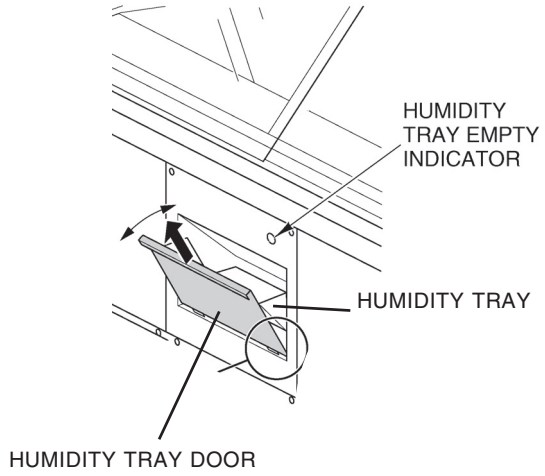

Fig. 21
2. Open humidity tray door (Fig. 21).